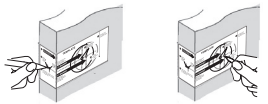

Figure 2a Figure 2b
b. Mark center hole on door edge through guide on template for 1" (25mm) latch bolt (Figure 2a).